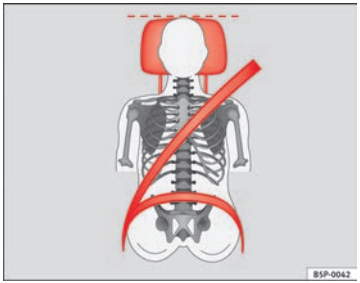

Fig. 14 Correct seat belt and head restraint positions, viewed from front
- **The shoulder part of the seat belt must lie on the centre of the shoulder, never across the neck. The seat belt must lie flat and snugly on the torso ⇒ Fig. 14.**